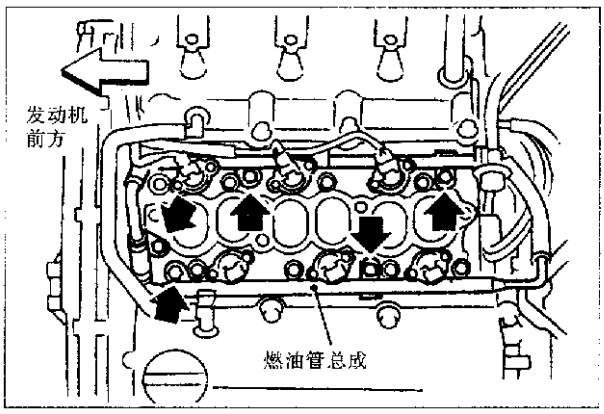

图 2－4－7
(10)拆卸进气歧管，与安装步骤相反(参照发动机外部零件的“紧固方法”)，见图 2－4－8。